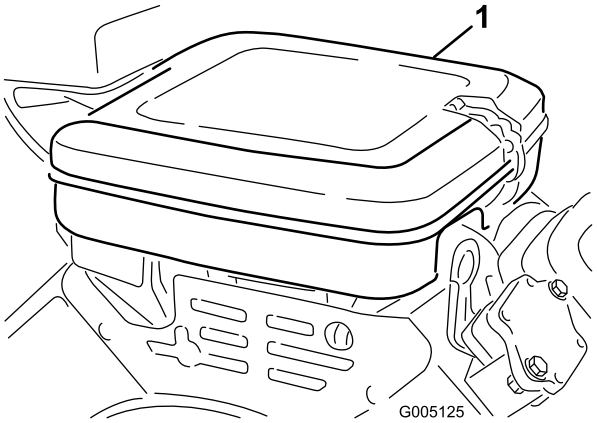

Figur 41
1. Lossa på låsklämmorna och ta bort luftrenarkåpan (Figur 41). Rengör kåpan ordentligt.